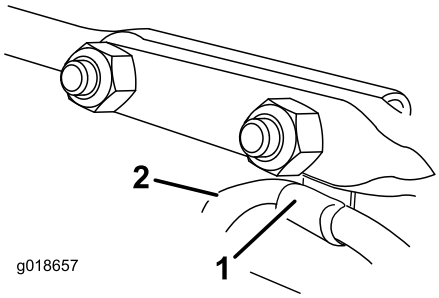

Figur 16
6. Før inn kabelklemmen som støtter avlederkabelen inn på den fremre låseskruen og fest låseskruene med mutrer fra posen med løse deler (Figur 16).